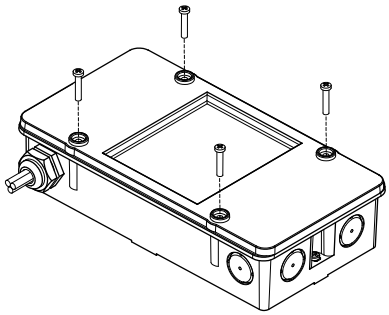

Fig. 5
- In housing FDCH221 (Fig. 5)
1. Open housing (Fig. 5).
6. Close housing using supplied screws (Fig. 5).
- Im Gehäuse FDCH221 (Fig. 5)
1. Öffnen Sie das Gehäuse (Fig. 5).
6. Schließen Sie das Gehäuse mit den mitgelieferten Schrauben (Fig. 5).